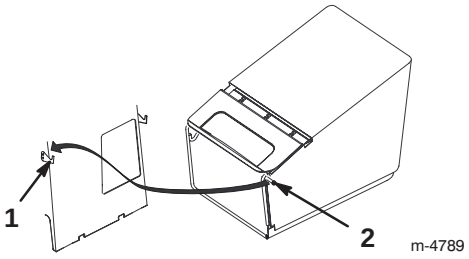

Bild 14
4. Hängen Sie die Fangkorbrahmenstifte in die Haken ein, siehe Bild 14.
4. Heben Sie die Fangkorbrahmenstifte von den Haken ab. Nehmen Sie sie dann aus der Öffnung heraus, siehe Bild 14.